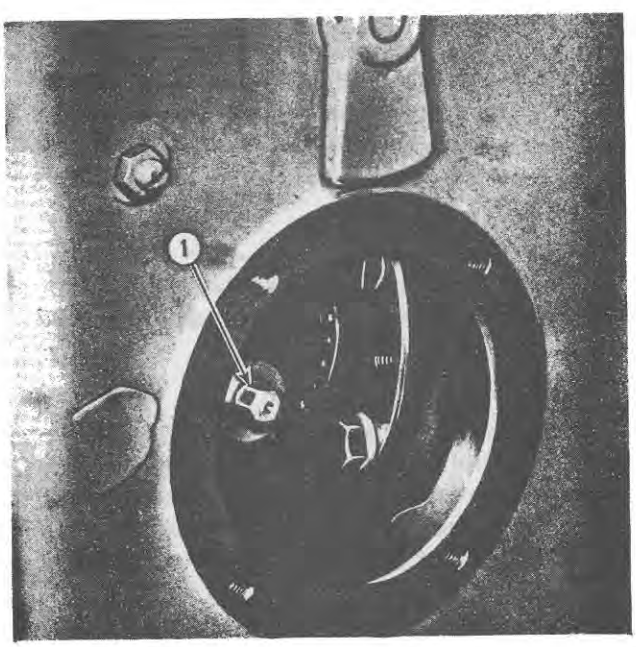

Figure 18
NOTE: Figure 18 shows the adjusting screw viewed from the side of the tractor with the cover removed from the transmission center housing. It is not necessary to remove the plate when carrying out the adjustment when the top cover is removed.
6. Set the system selector lever at the hare Load Monitor setting, then align the upper edge of the lift control lever with the Load Monitor notch of the qaudrant. If the lift linkage has not raised, proceed to Step 7. If the lift links have raised, lower the lift control lever and rotate the Load Monitor fork adjusting screw, Figure 18, so that the fork lever moves slightly rearward. Repeat this procedure as necessary until the lift control lever can be aligned with the Load Monitor notch without lift action.